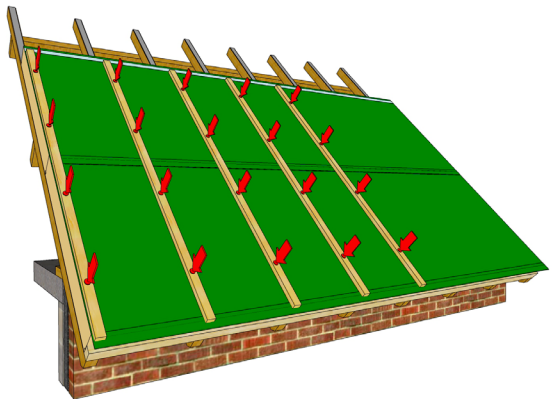

Figuur 4 - Bevestigingspunten
- Schroef de dakelementen vast door de tengels in de onderliggende sporen. Gebruik hiervoor 2 schroeven per tengel per dakelement (zie figuur 4).